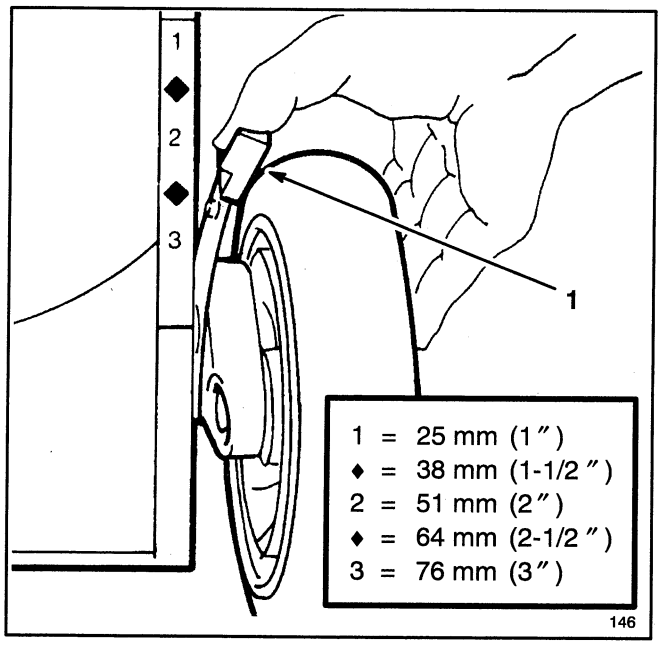

Figure 12
2. For easier adjustment, lift housing up so wheel is off ground. **Do not place hands under deck to lift housing.** Squeeze adjusting lever toward wheel and move to desired setting (Fig. 12). Ensure pin on adjusting lever engages notch in housing. Adjust all wheels to the same setting.
2. Put all four wheels in "3" height–of–cut position (Fig. 12).